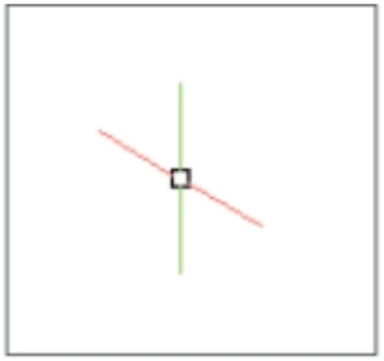

Figure-78. Cursor orientation
- Click on the **Isometric Drafting** button from the Bottom bar. The orientation of the cursor will change as per the current isometric plane selected; refer to Figure-78.